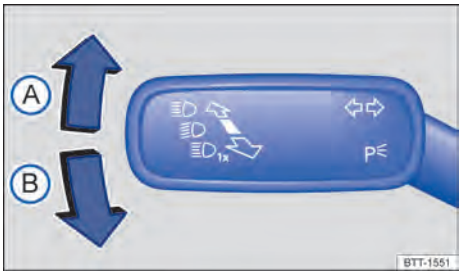

Bilde 80 På venstre side av rattstammen: Blink- og fjernlyshendel.
2. Flytt blink- og fjernlyshendelen fra midtposisjonen til ønsket posisjon → Bilde 80.